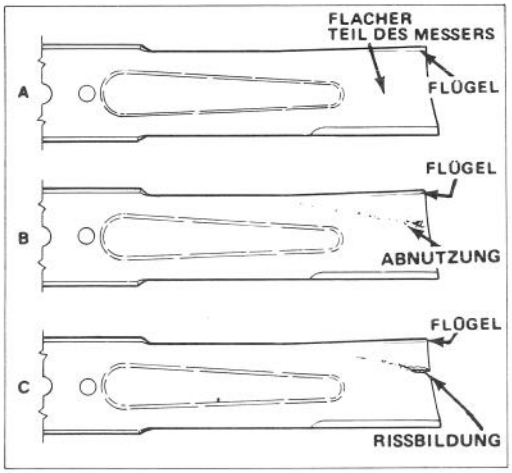

Bild 21
4. UNTERSUCHEN DES MESSERS – Schneidflächen des Messers sorgfältig auf Schärfe und Abnutzung überprüfen, insbesondere dort, wo der flache Teil in den gewölbten übergeht (Bild 21). Da Sand und grobe Partikel das Metall zwischen dem flachen und dem gewölbten